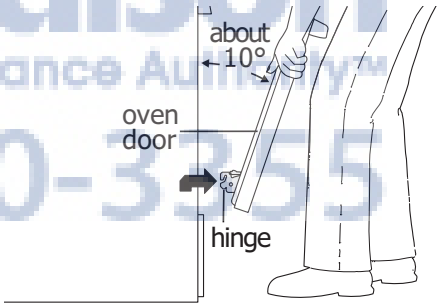
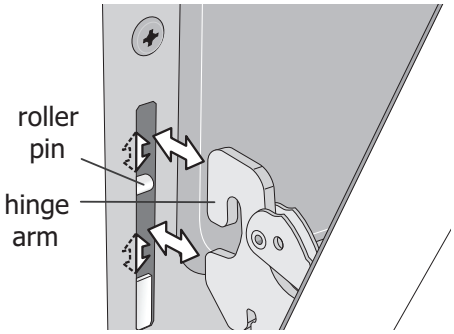

Figure 8: Holding door for removal
Figure 9: Replacement and location of hinge arm and roller pin
3. Firmly grasp both sides of oven door along the door sides. Do not use the oven door handle (See Figure 8).
4. Close the door to approximately 10 degrees from the door frame.(See Figure 8).
5. Lift the oven door hinge arms over the roller pins located on each side of the oven frame (See Figure 8).
1. Firmly grasp both sides of oven door along the door sides. Do not use the oven door handle (See Figure 8).
2. Holding the oven door at the same angle as the removal position, seat the hook of the hinge arm over the roller pins located on each side of the oven door frame (See Figure 8 and Figure 9). The hook of the hinge arms must be fully seated onto the roller pins.